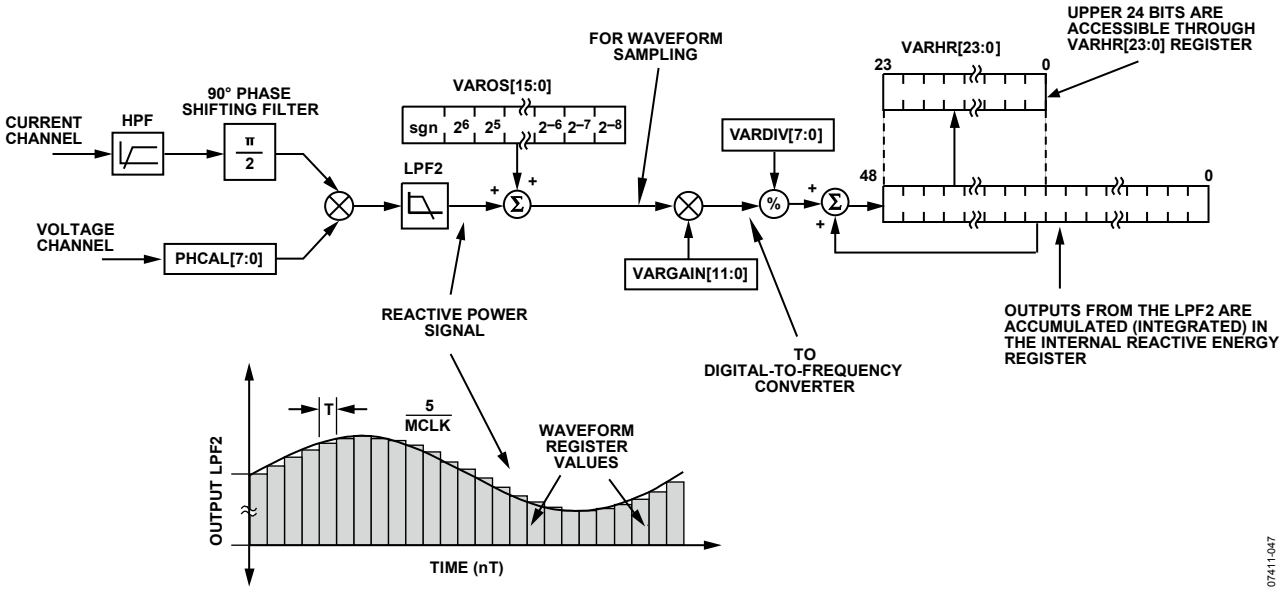

Figure 50. Reactive Energy Calculation
The instantaneous reactive power signal q(t) is generated by multiplying the voltage and current channels. In this case, the phase of the current channel is shifted by 90°. The dc component of the instantaneous reactive power signal is then extracted by a low-pass filter to obtain the reactive power information (see Figure 50).
Figure 50 shows the signal processing chain for the ADE5569/ADE5169 reactive power calculation. As explained in the Reactive Power Calculation for the ADE5569/ADE5169 section, the reactive power is calculated by applying a low-pass filter to the instantaneous reactive power signal. Note that, when reading the waveform samples from the output of LPF2, the gain of the reactive energy can be adjusted by using the multiplier and by writing a twos complement, 12-bit word to the VAR gain register (VARGAIN[11:0]). Equation 23 shows how the gain adjustment is related to the contents of the watt gain register.
The ADE5569/ADE5169 also incorporate a reactive power offset register (VAROS[15:0]). This is a signed, twos complement, 16-bit register that can be used to remove offsets in the reactive power calculation (see Figure 50). An offset can exist in the reactive power calculation due to crosstalk between channels on the PCB or in the IC itself. The offset calibration allows the contents of the reactive power register to be maintained at 0 when no power is being consumed.
The discrete time sample period (T) for the accumulation register in the ADE5569/ADE5169 is 1.22 μs (5/MCLK). As well as calculating the energy, this integration removes any sinusoidal components that may be in the active power signal. Figure 50 shows this discrete time integration or accumulation. The reactive power signal in the waveform register is continuously added to the internal reactive energy register.
As shown in Figure 50, the reactive power signal is accumulated in an internal 49-bit signed register. The reactive power signal can be read from the waveform register by setting the WAVMODE register (0x0D) and setting the WFSM bit in the Interrupt Enable 3 SFR (MIRQENH, 0xDB). Like the current and voltage channel waveform sampling modes, the waveform data is available at sample rates of 25.6 kSPS, 12.8 kSPS, 6.4 kSPS, or 3.2 kSPS.